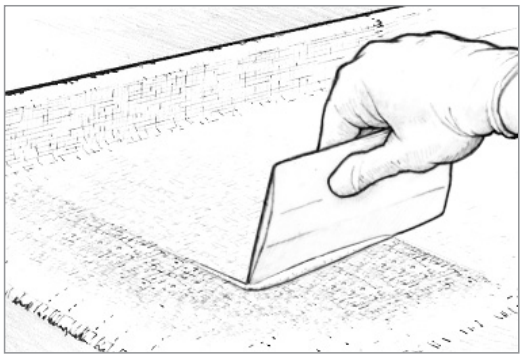

Figure 6-12 *Squeegee away excess epoxy before the first batch begins to gel.*
7. Squeegee away excess epoxy before the first batch begins to gel *(Figure 6-12)*. Drag the spreader over the fabric, using even-pressured, overlapping strokes. Use enough pressure to remove excess epoxy that would allow the cloth to float off the surface, but not enough pressure to create dry spots. Excess epoxy appears as a shiny area, while a properly wet-out surface appears evenly transparent, with a smooth, cloth texture. Later coats of epoxy will fill the weave of the cloth.